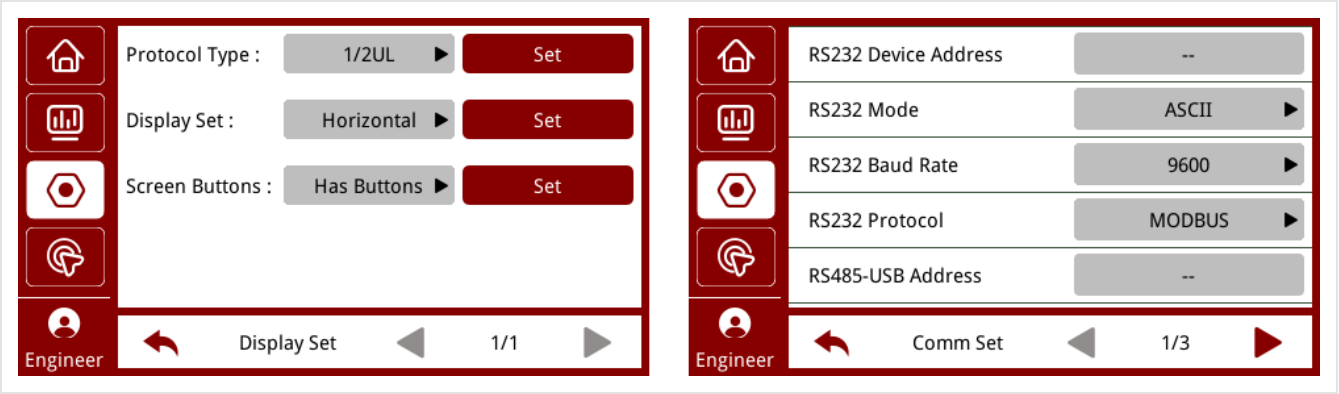

FIGURE 6-10 Set › Display Set (left) and Set › Comm Set, page 1 (right)
2. Start UPSView. Choose the Equip Type **1/1(6-20kVA)**, the Modbus mode (ASCII or RTU), the baud rate and address 1 — the same values as set on the UPS in **Set › Comm Set** (Figure 6-10, right).